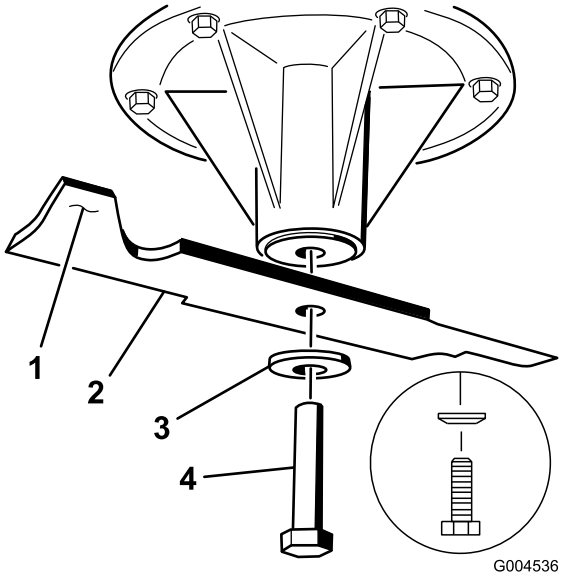

Figur 94
2. Fjern knivbolten, den buede skive og skærekniven fra spindelakslen (Figur 94).